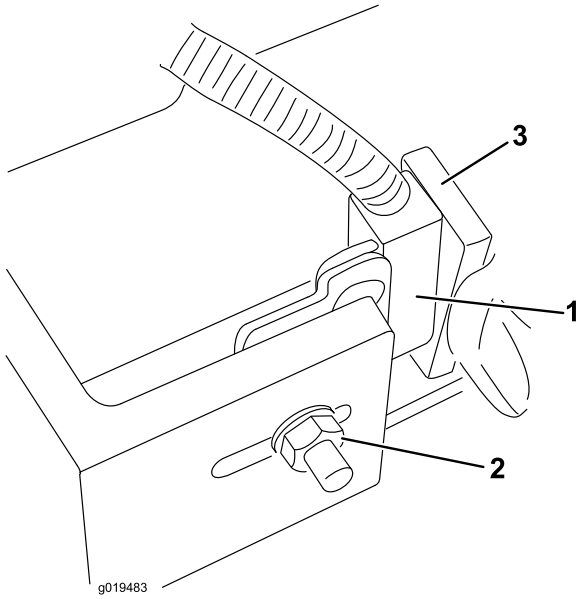

Bild 84
- Lösen Sie die Schlossschraubenmutter, mit der die Hubarm-Schalterhalterung an den Hubarmen Nr. 4, Nr. 6 und Nr. 7 befestigt ist (Bild 84).